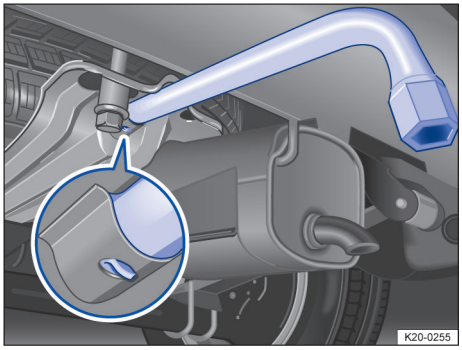

Fig. 209 Sous le véhicule : support de roue de secours avec clé démonte-roue enfilée
3. Insérez la clé démonte-roue dans son support → fig. 209.
Veillez à ce que le crochet de la clé démonte-roue s'engage dans le trou du support → fig. 209 (agrandissement). Une fois accrochée, la clé démonte-roue ne doit pas pouvoir être retirée par l'arrière.
2. Insérez la clé démonte-roue dans son support → fig. 209.